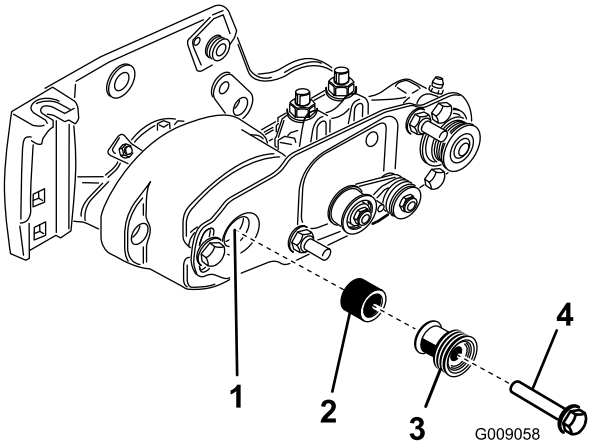

Figur 15
19. Monter avstandsstykket inn på akselen i lagerhuset (Figur 15).
20. Monter drivremskiven inn i avstandsstykket og inn på drivakselen (Figur 15). Påse at drivhjultappene er plassert i åpningen på drivakselen.
21. Fest remskiven og avstandsstykket til drivakselen med en bolt med flenshode (3/8 x 2 tomme) (Figur 15).